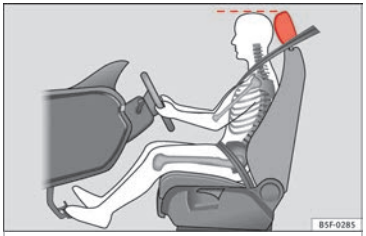

Fig. 85 Correct head restraint position for the driver.
– Adjust the head restraint so that its upper edge is at the same level as the top of your head, or as close as possible to the same level as the top of your head ››› **Fig. 85**.